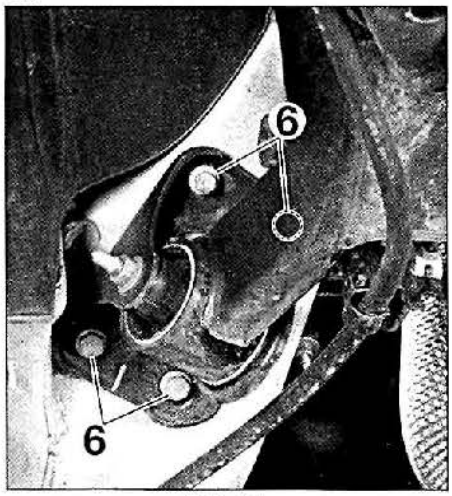

FIG. 38
. Desmontar los tornillos (6) (en ambos lados) **(fig. 38).**